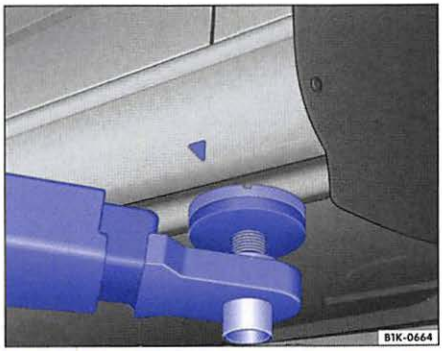
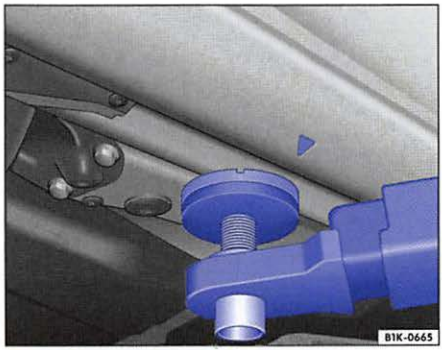

Fig. 143 Front lift point for workshop hoist or floor jack.
Fig. 144 Rear lift point for workshop hoist or floor jack.
The vehicle may only be raised at the lift points shown in illustrations ⇒ fig. 143 and ⇒ fig. 144. If the vehicle is lifted at different points, vehicle damage ⇒ ⓘ and serious injuries may occur ⇒ ⚠.
- **Always lift your vehicle only at the designated lift points shown in the illustrations ⇒fig. 143 and ⇒fig. 144. Not using the designated lift points can cause the vehicle to fall off the floor jack when heavy parts such as the engine or transmission are removed.**